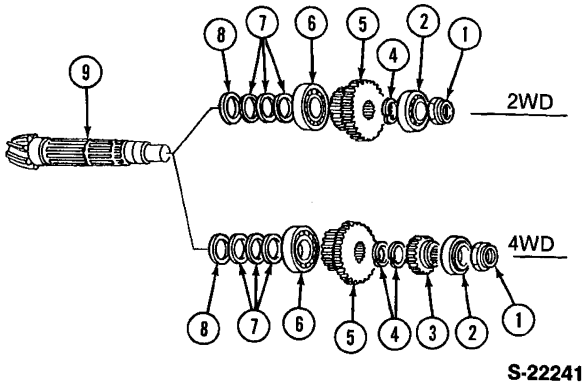

Figure 14
3. Assemble the thrust washer, shims and rear pinion shaft bearing on the shaft as shown, Figure 14.